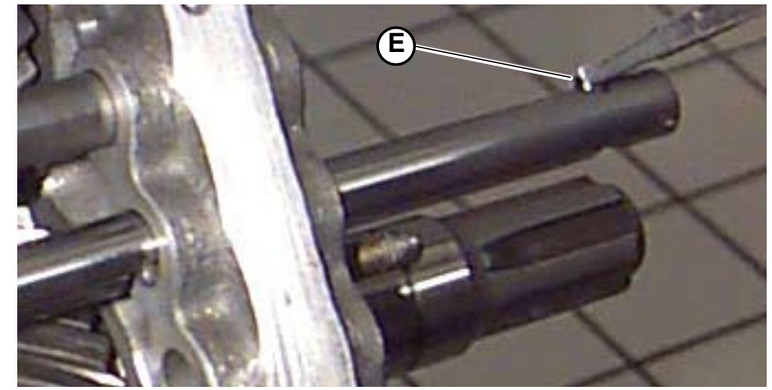

Fig.7
7. Remove the dowel (**E-Fig.7**).